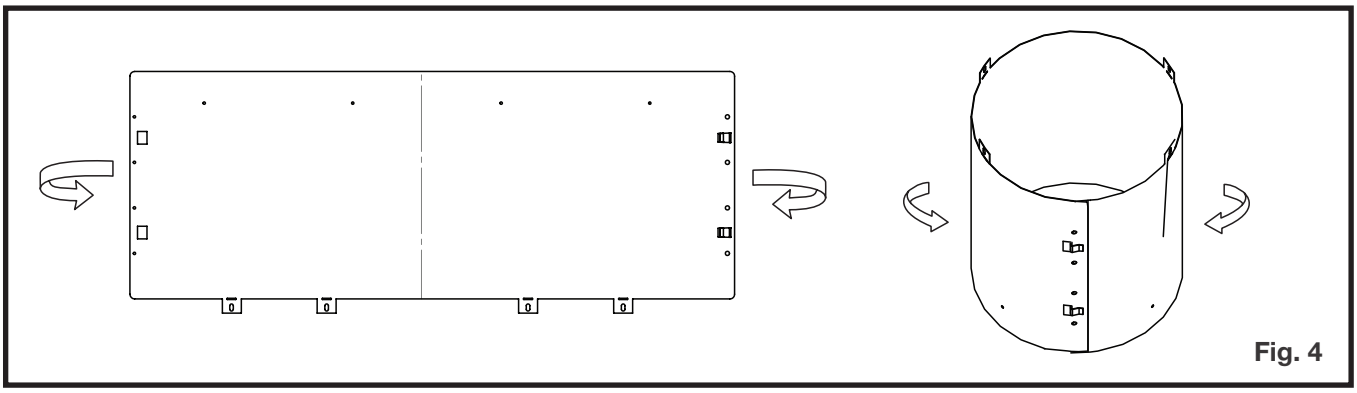

Fig. 4
4. Bend vent sleeve as shown and ensure to clip the ends together (Figure 4).